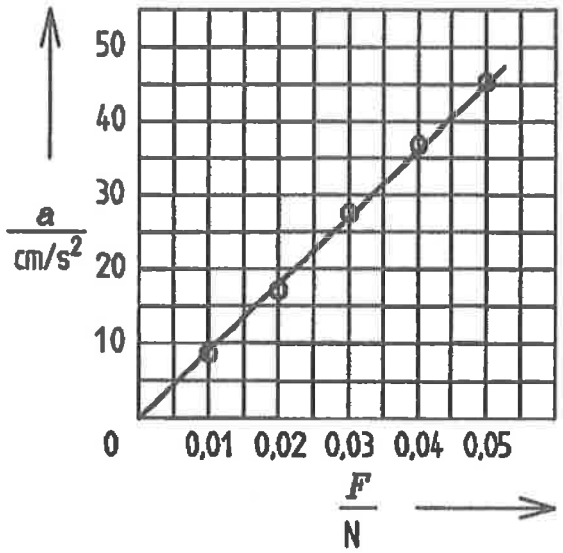

Fig. 3
3. Diagramme accélération/force: voir la figure 3. La courbe est une droite.